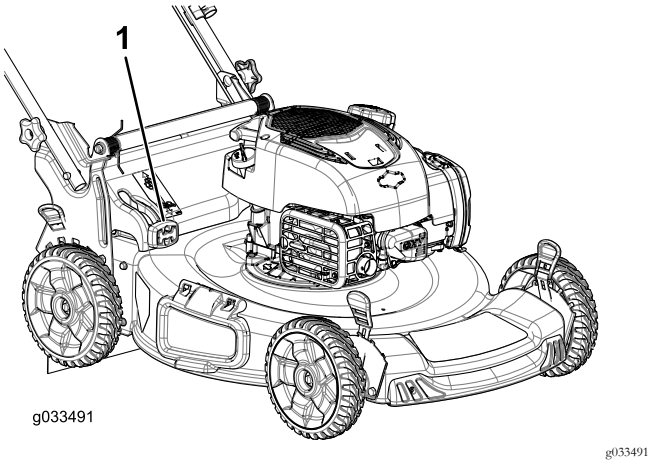

Figuur 26
- Als u het gras en de bladeren wilt opvangen, druk dan op de knop van de grasvangerhendel en beweeg deze naar voren tot de knop op de hendel naar boven klikt (Figuur 26).